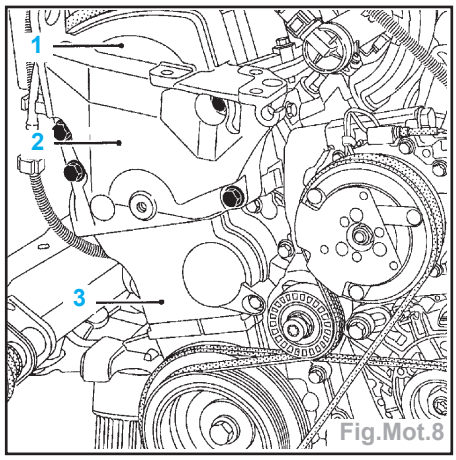

Fig.Mot.8
• les carters de distribution (1, 2 et 3) (Fig.Mot.8).